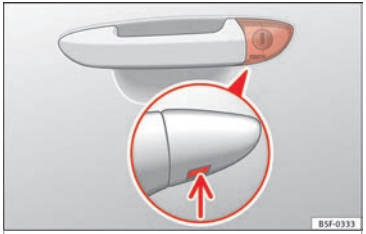

Fig. 3 Driver door lever: hidden lock cylinder.
- Insert the key shaft into the lower opening in the cover on the driver door handle ››› **Fig. 3** (arrow) then remove the cover upwards.